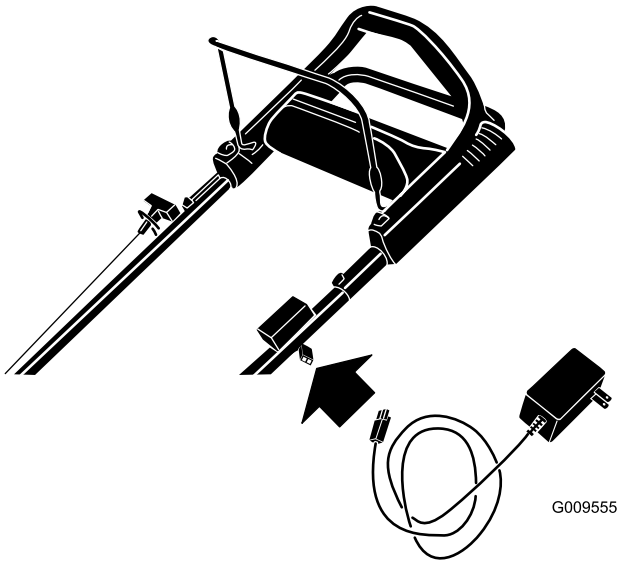

Figur 23
1. Slut opladeren til ledningsnettet neden for tændingsnøglen (Figur 23).